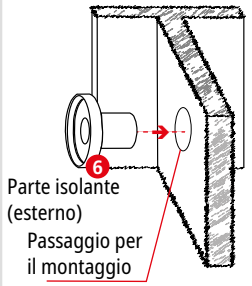

Fig. 3a
Alla fig. 3a
➲ Poi la parte isolante (all'esterno) ❻ va accostata dall'altro lato al profilo portante del palo e introdotta nel passaggio per il montaggio (foratura di 22 mm) (vedere fig. 3a).